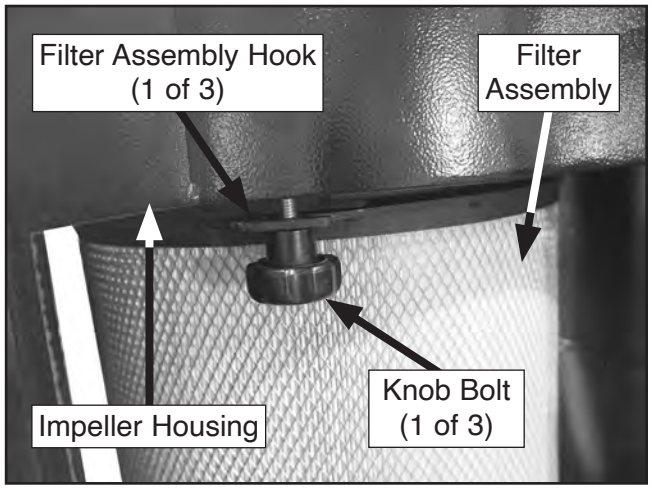

Figure 33. Canister filter assembly attached to machine body.
18. Thread (3) ⅜"-16 x 2" knob bolts halfway into impeller housing (see **Figure 33**).
19. With help from an assistant, lift canister filter assembly around filter brush assembly and twist filter counterclockwise until hooks on filter assembly nest with knob bolts (see **Figure 33**).
20. Fully tighten knob bolts from **Step 18** (see **Figure 33**).